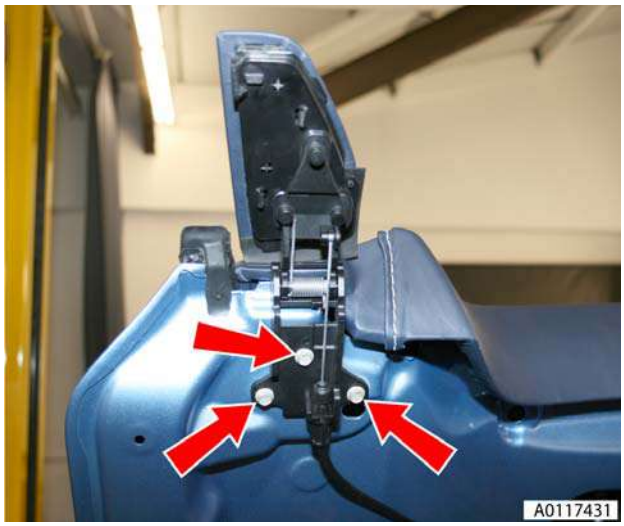

Figure 8
11. Remove 3 bolts (both sides) securing B-post flaps to tonneau cover and remove (see Figure 8).